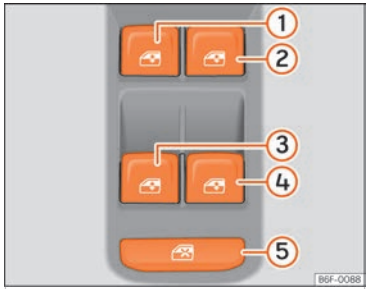

Fig. 59 Detall de la porta del conductor: comandaments per a les finestretes.
Mitjançant el comandament de seguretat ››› fig. 59 ⑤ de la porta del conductor podeu desactivar les tecles dels alçavidres de les portes del darrere.